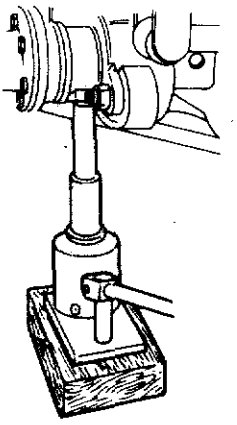

Figure 2-3 Jack position — front wheels
(1) Front wheel. Position the jack so that when raised, it will engage with the front axle casing immediately below the coil spring, where it will locate between the flange at the end of the axle casing and the large bracket to which the front suspension members are mounted (see Fig. 2-3).